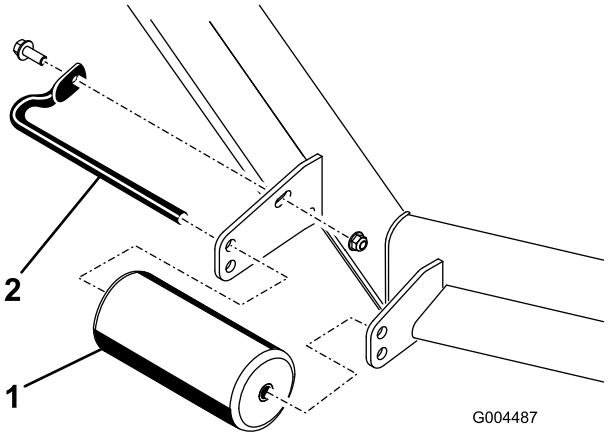
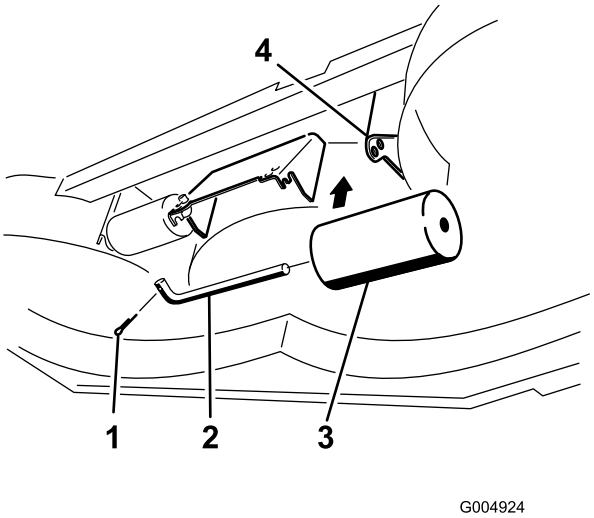

Figur 24
Figur 28
4. Fjern festene som holder fast hver valse på klippeenheten, og beveg valsene opp og ned etter ønske. Se Figur 24 til og med Figur 28 etter hva som gjelder for din klippeenhet.